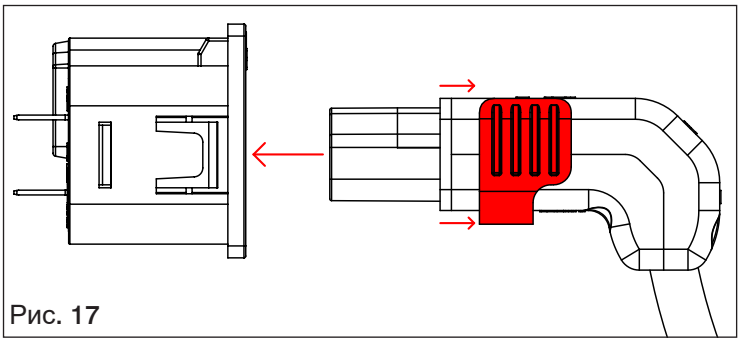

Рис. 17
1. Положение фиксатора в момент подключения (Рис. 17).